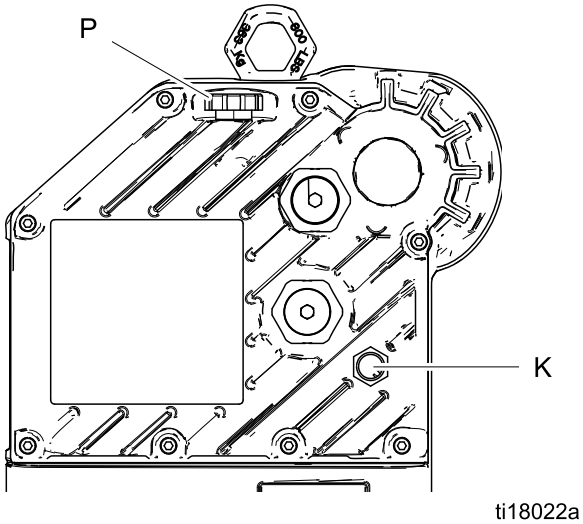

Figure 5 Fenêtre et bouchon de remplissage d'huile
Consultez la Fig. 5. Avant d'utiliser l'équipement, ouvrez le bouchon de remplissage (P) et ajoutez de l'huile pour démultiplicateur synthétique sans silicone ISO 220 Graco référence 16W645. Vérifiez le niveau d'huile dans la fenêtre (K). Remplissez jusqu'à ce que le niveau d'huile se trouve près de la moitié de la fenêtre. La capacité d'huile est d'environ 1,4 litre (1,5 quart). **Ne remplissez pas trop.**